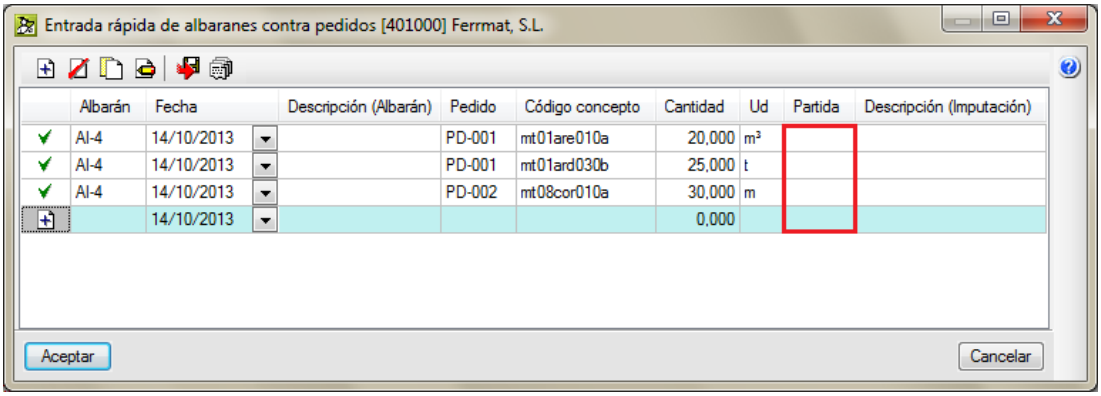
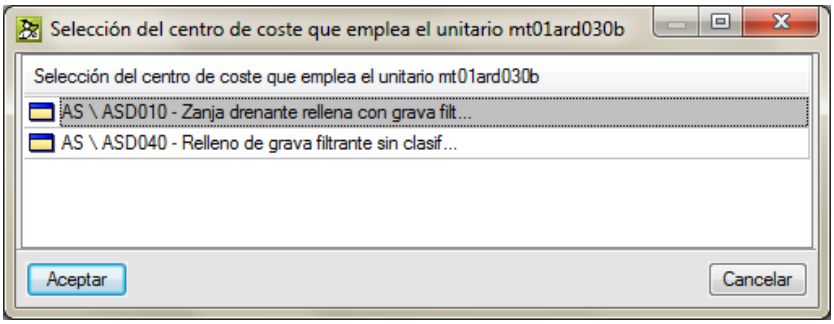

Fig. 3.124
Fig. 3.125
- Realizando una doble pulsación sobre la celda de la columna **Partida** del albarán correspondiente Fig. 3.124. Aparece una lista Fig. 3.125 con los centros de coste donde se emplea el suministro a imputar.